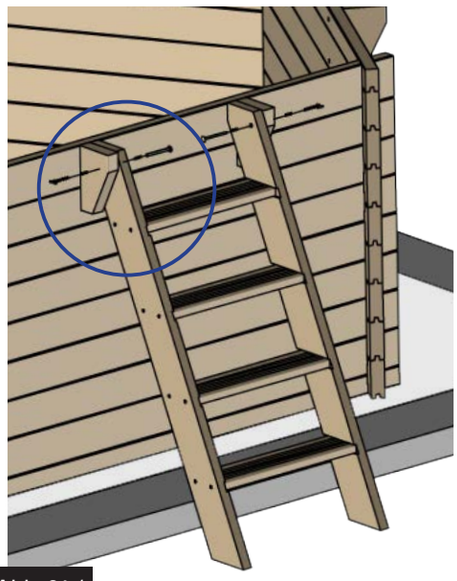

Fig. 21/ Abb. 21 / Afb. 21
- Assemble the stepladder and position it as shown in figure 21.
- Assemblez l'échelle et placez-la conformément à la figure 21.
- Bauen Sie die Treppe zusammen und platzieren Sie sie wie in Abb. 21.
• Monteer de trap en plaats hem zoals aangegeven op afbeelding 21.